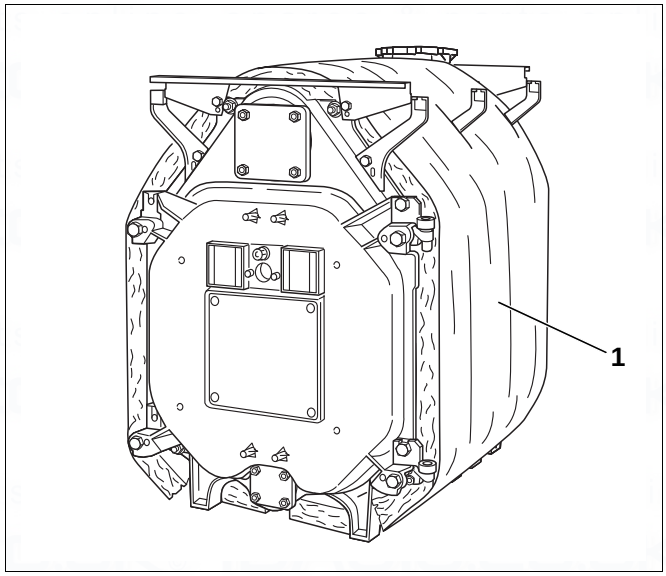
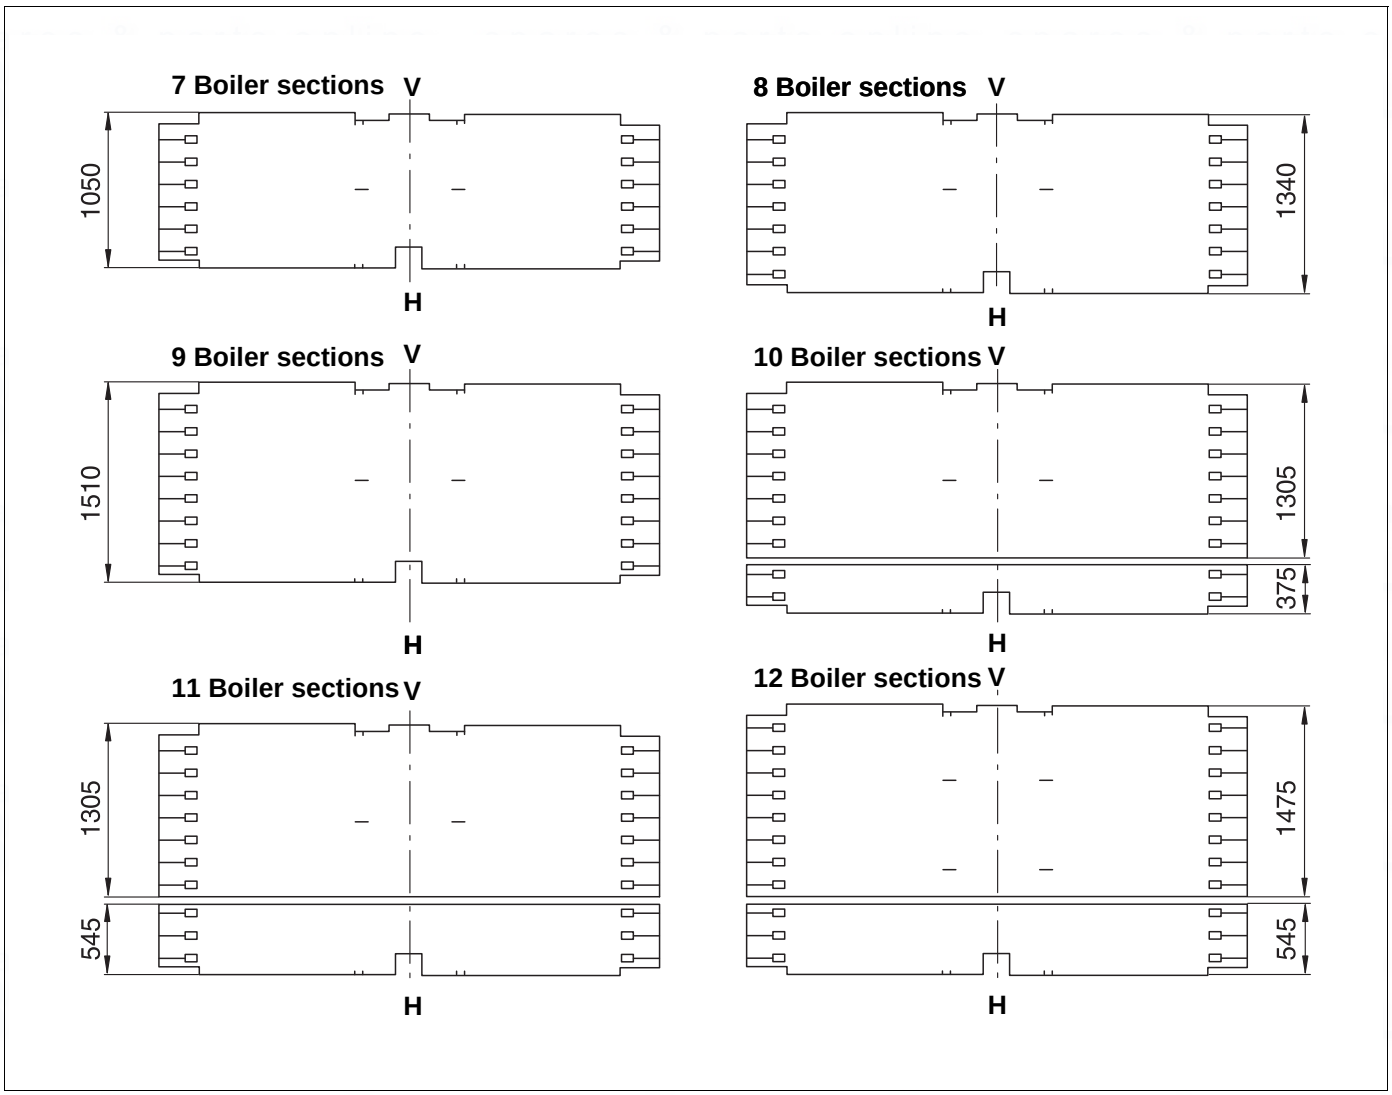

Fig. 41 Boiler block with thermal insulation
Fig. 42 Thermal insulation for the various boiler sizes (dimensions in mm)
- The insulation provided (Fig. 41, [1]) matches the boiler size. Arrange the lagging on the boiler block as shown in the diagram in Fig. 42 (the figures above the thermal insulation which is shown spread out correspond to the number of boiler sections).